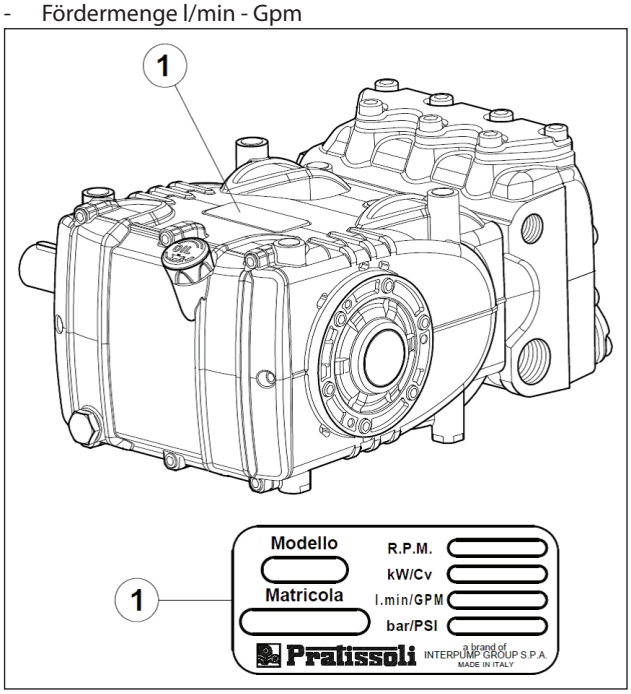

Abb. 1
Jede Pumpe ist durch ein Typenschild, siehe Pos. ① in Abb. 1 mit folgenden Daten gekennzeichnet: